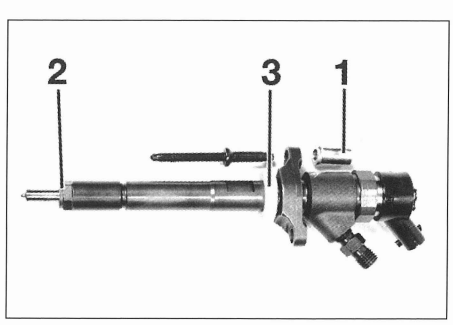

FIG. 35
- las tuercas (1) **(fig. 35).**
- las juntas (2).
- los retenes inyectores (3).